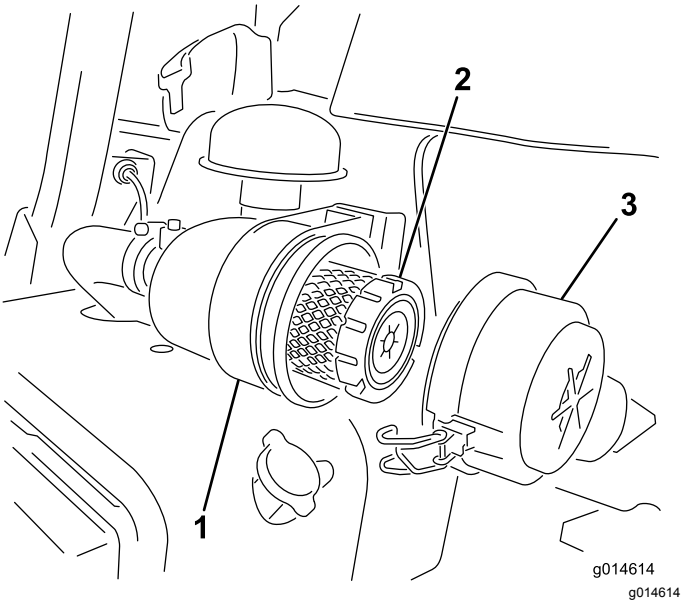

Figuur 45
1. Maak de sluitingen los waarmee het deksel van het luchtfilter is bevestigd aan de luchtfilterbehuizing (Figuur 45).
6. Maak de sluitingen vast (Figuur 45).